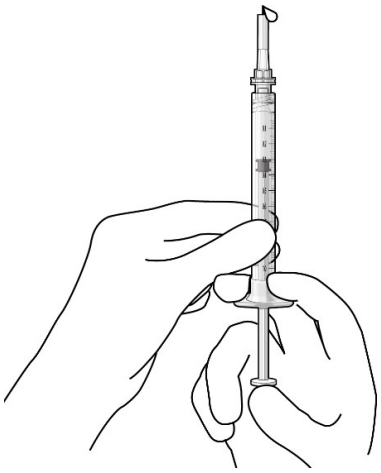

Figure 16
- Slowly push the plunger rod just until all air is expelled from the syringe and needle, and a drop of drug solution is seen at the needle tip (Figure 16).